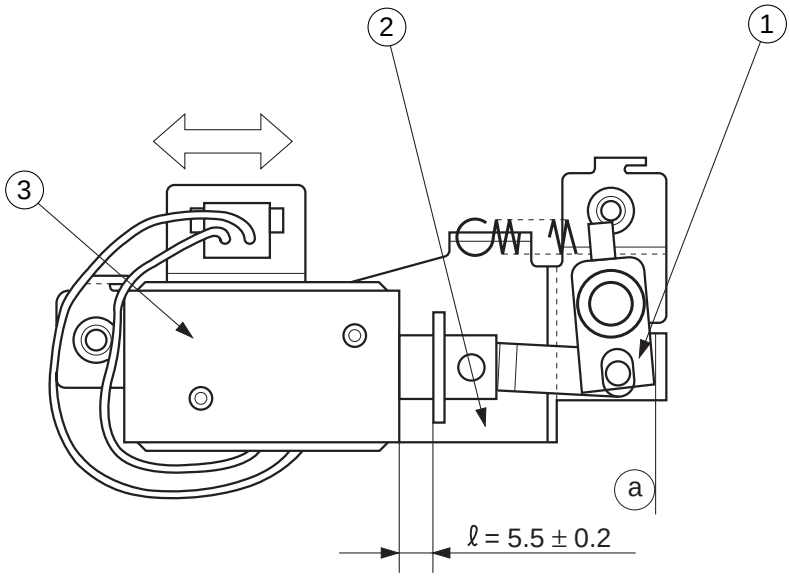

Figure 10-225
Loosen the two screws used to fix the solenoid ③ in place, and move the solenoid in the direction of B so that the ℓ in Figure 10-225 is 5.5 ±0.2 mm when the joint ① is butted against a of the solenoid support plate ②.